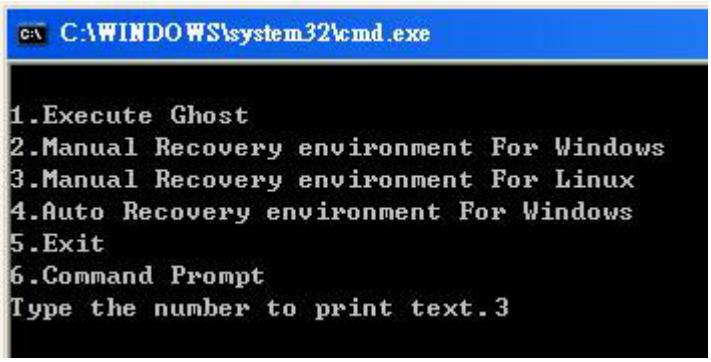

Figure B-30: Manual Recovery Environment for Linux
Step 4: **Build the recovery partition**. Press any key to boot from the recovery CD. It will take a while to launch the recovery tool. Please be patient. When the recovery tool setup menu appears, type <**3**> and press <Enter> (**Figure B-30**). The Symantec Ghost window appears and starts configuring the system to build a recovery partition. After completing the system configuration, press any key to reboot the system. Eject the recovery CD.